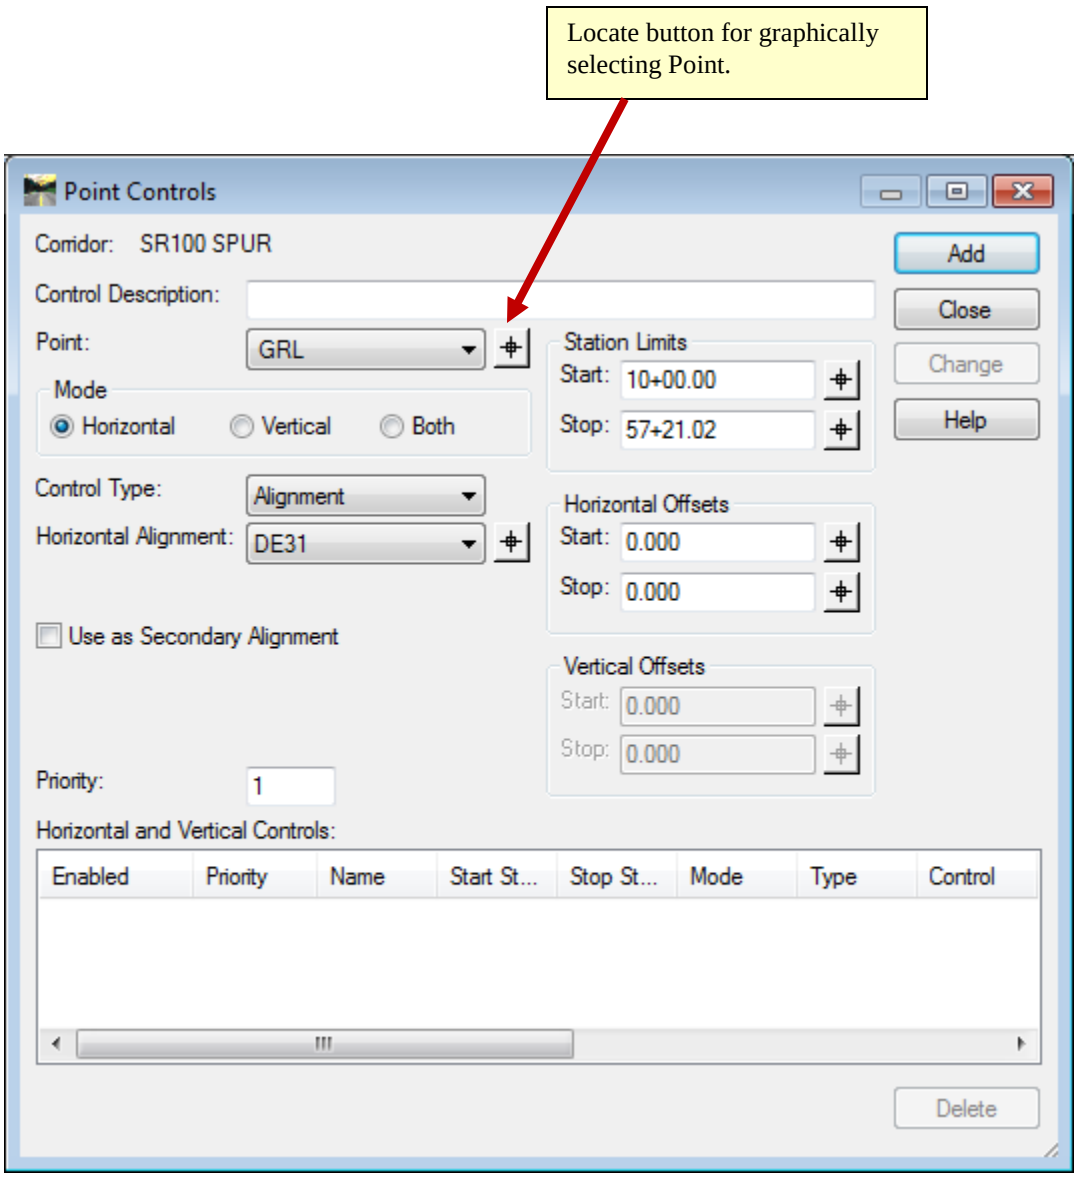
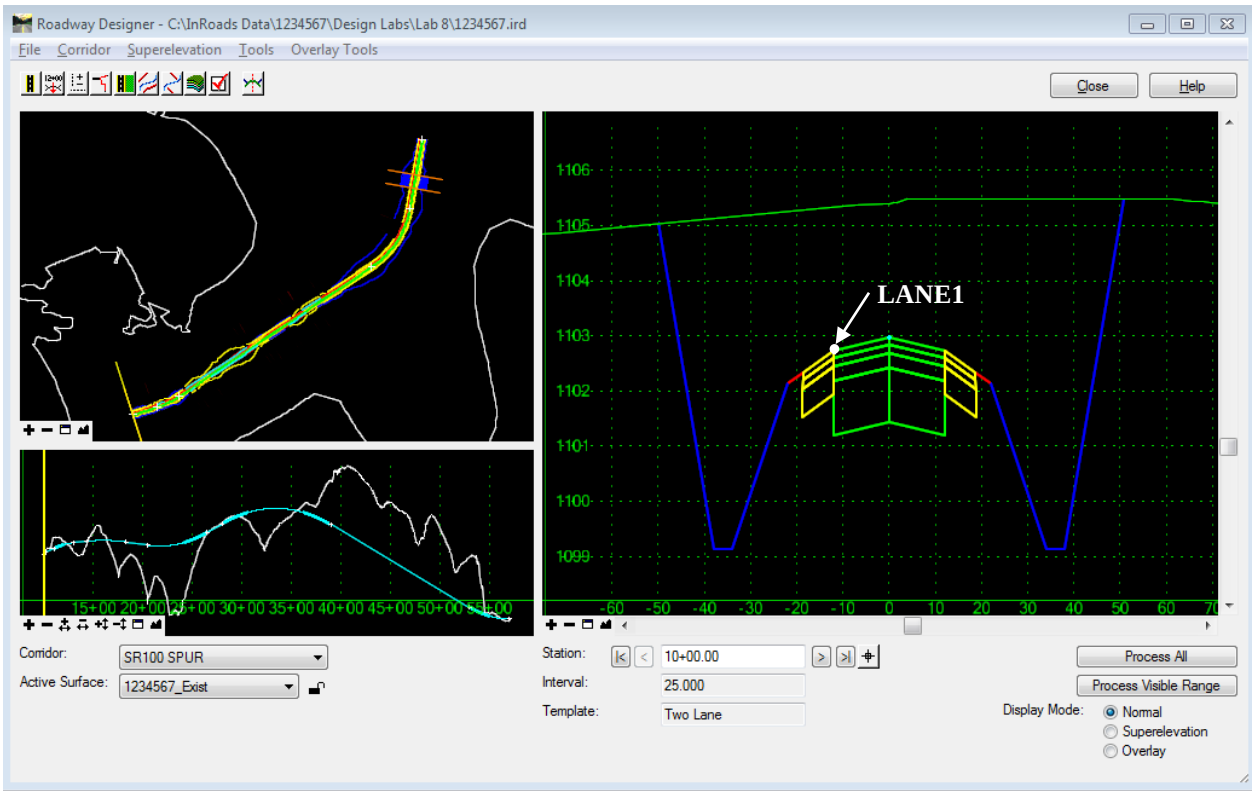

Figure L8-31 Point Controls
Figure L8-32 Roadway Designer
48.	**Open the Point Controls Dialog.** • Select **Corridor ► Point Controls**. The **Point Controls** dialog opens as shown in *Figure L8-31*.
49.	**Select the Point 'LANE1' as the Point to apply a control to.** • Click the **Locate** button ( ) next to the **Point:** field as shown in *Figure L8-31* above. The **Point Controls** dialog disappears and makes the **Roadway Designer** Window available to graphically select a Point in the Cross Section Window. • Left Click on the Point **LANE1** identified in *Figure L8-32*. You are returned to the **Point Controls** dialog and the Point **LANE1** is entered into the **Point:** field as shown here. ***HINT:** You may also select the Point from the **Point:** pull down arrow.